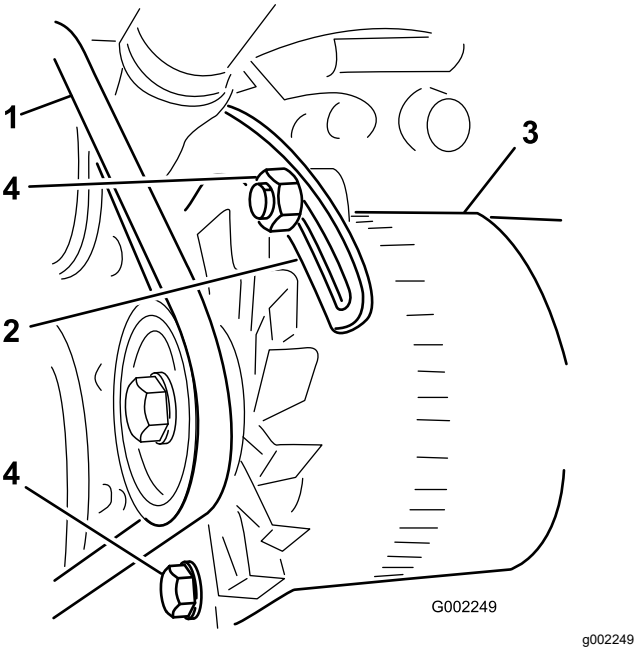

Bild 106
3. Lösen Sie die Schraube, mit der der Drehpunkt an der Lichtmaschine befestigt ist, und die Schraube, mit der die Lichtmaschine an der geschlitzten Strebe befestigt ist (Bild 106).